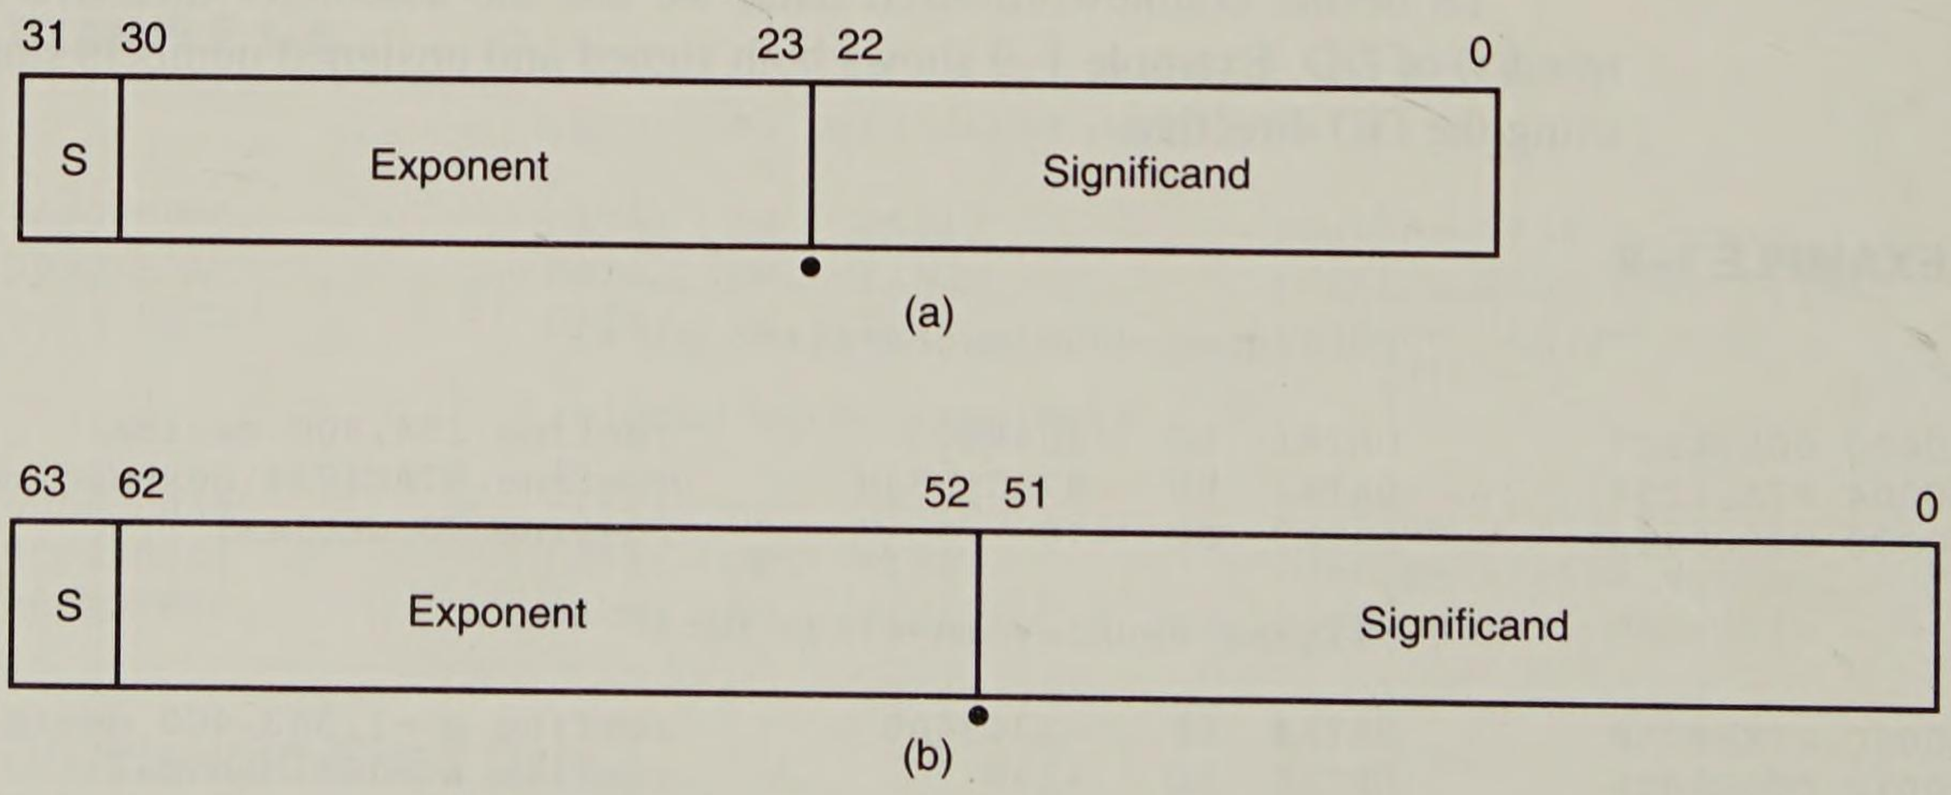

**FIGURE 1–13** The floating-point numbers (a) single-precision using a bias of 7FH, and (b) double-precision using a bias of 3FFH.
*number*, contains two parts: a *mantissa*, *significant*, or *fraction* and an *exponent*. Figure 1–13 depicts both the 4- and 8-byte forms of real numbers as they are stored in any Intel system. Note that the 4-byte real number is called *single-precision* and the 8-byte form is called *double-precision*. The form presented here is the same form specified by the IEEE* standard, IEEE-754, version 10.0. This standard has been adopted as the standard form of real numbers with virtually all high-level programming languages and many applications packages. Figure 1–13(a) shows the single-precision form that contains a sign-bit, an 8-bit exponent, and a 24-bit fraction (mantissa). Note that because applications often require double-precision floating-point numbers (see Figure 1–13(b)), the Pentium with its 64-bit data bus performs memory transfers at twice the speed of the 80386/80486 microprocessors.